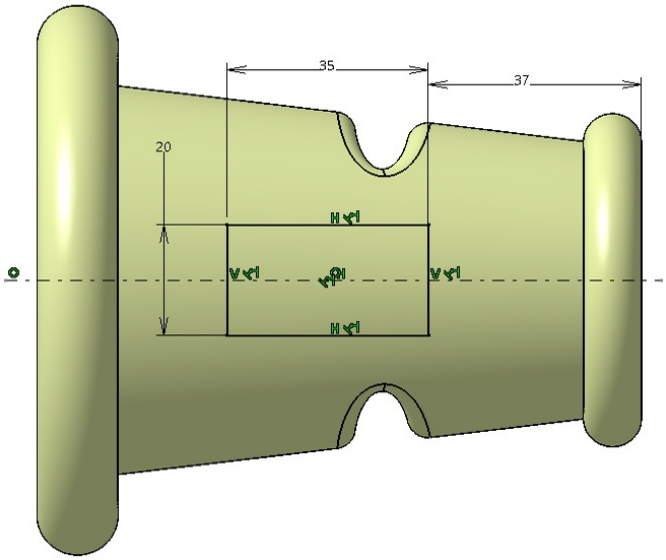

Figure 18-93 *Sketch to create the projected curve*
2. Create the sketch, as shown in Figure 18-93, and exit the sketch workbench.